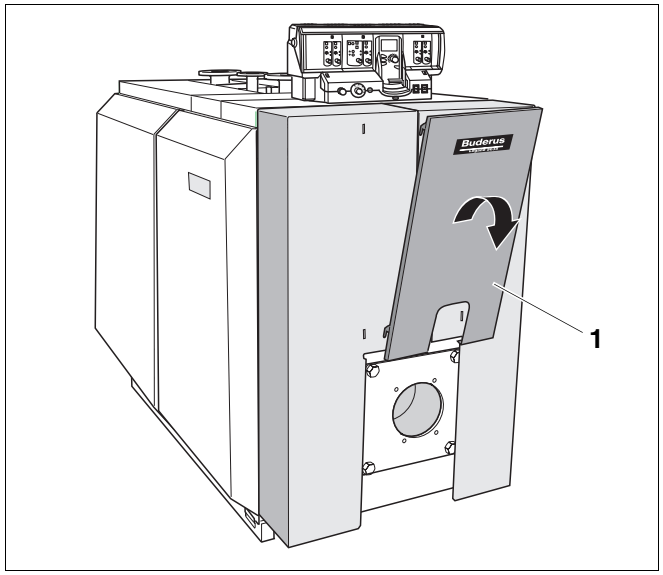

Рис. 43 Демонтаж декоративного элемента
- Снять декоративный элемент (рис. 43, **поз. 1**) с правой и левой частей обшивки дверцы горелки в направлении, показанном стрелками.